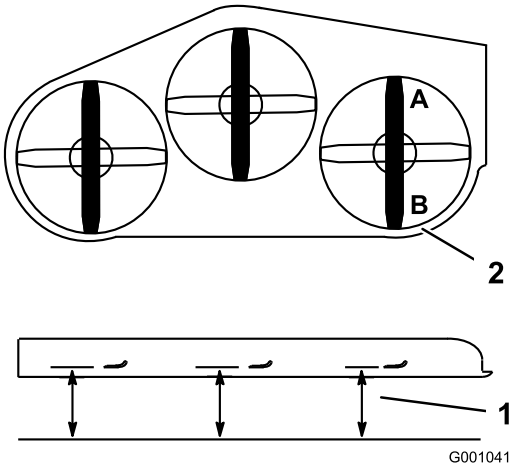

Figuur 85
1. Zet het rechter maaimes in de schuinstand (Figuur 85).
2. Meet het rechter mes bij punt **A**. Meet de afstand tussen een horizontaal oppervlak en de snijrand van het maaimes (Figuur 85).
4. Meet het rechtermes bij punt **B**. Meet de afstand tussen een horizontaal oppervlak en de snijrand van het maaimes (Figuur 85).
6. Het maaimes moet 6 tot 10 mm lager staan bij punt **A** dan bij punt**B** (Figuur 85). Indien dit niet het geval is, gaat u als volgt te werk.